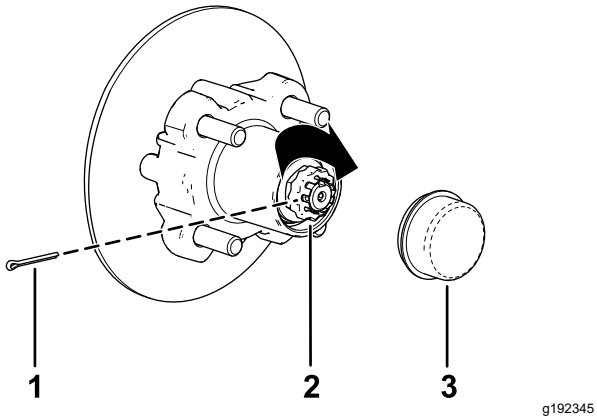

Bild 37
8. Befestigen Sie den Halter über der Mutter und prüfen Sie die Ausfluchtung des Schlitzes im Halter und dem Loch in der Spindel für den Splint (Bild 37).
9. Setzen Sie den Splint ein und biegen Sie jeden Abschnitt um den Halter (Bild 37).
10. Setzen Sie den Staubdeckel auf die Radnabe (Bild 37).